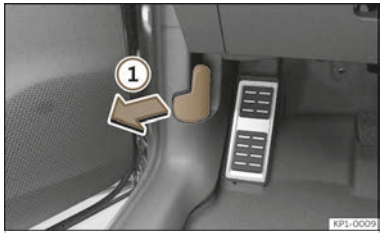

Fig. 224 Release lever in the driver's footwell area.
- Open the door and pull the lever that is underneath the instrument panel ››› **Fig. 224** ①.